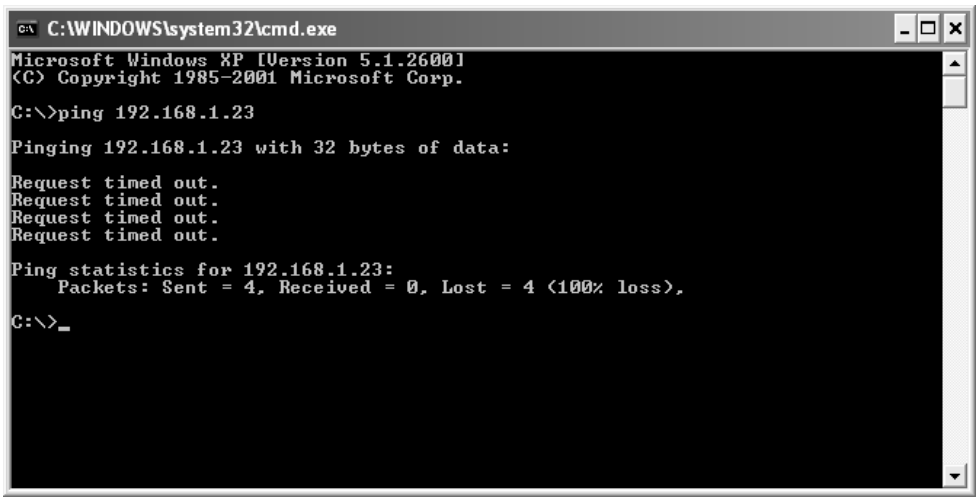
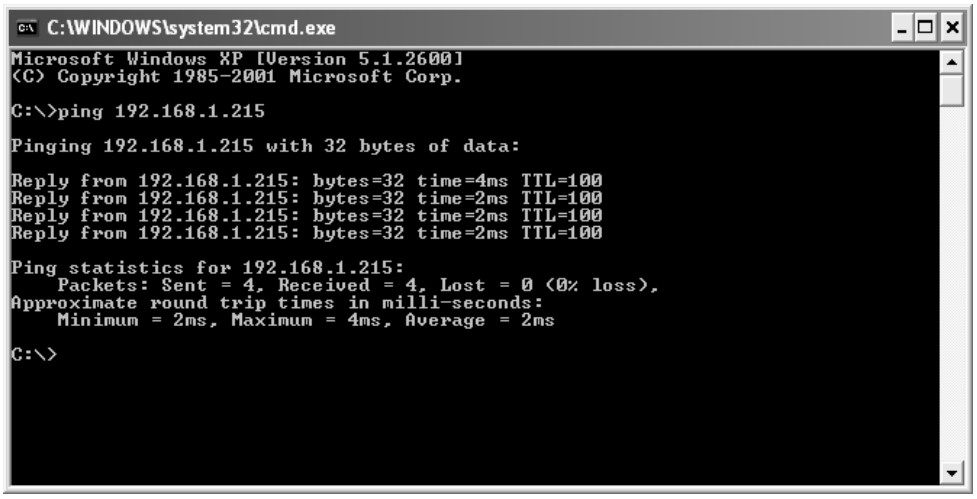

Figure 10 - Console Screenshot of a Ping where the IP Address cannot be found
Figure 11- Console Screenshot of a Successful Ping
3. Wait for the command prompt to respond. Figure 10 shows a ping attempt where the IP address was not found where as Figure 11 shows a successful ping attempt where the IP address was found.